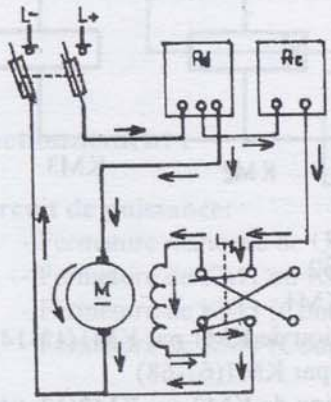

FIG. 1
- Fig. 1 et 2 montrent les deux positions de l'inverseur bipolaire et par la suite les deux sens de marche.